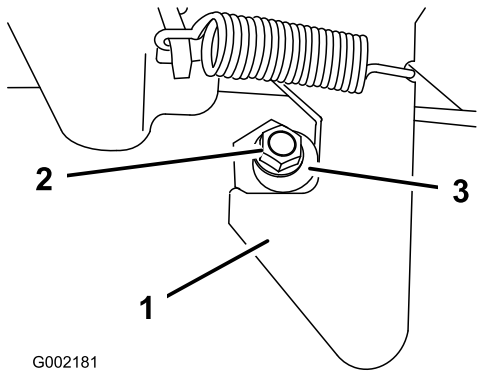

Figur 25
1. Løsne mutteren på enden av låsepostene (Figur 25).
2. Drei låseposten med klokken til den sitter tett mot sperren og stram mutteren (Figur 25).